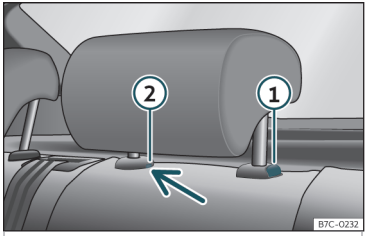

Fig. 99 Rear headrest: removal.
- Press button>>> **Fig. 99** ①, while simultaneously pressing on the security hole ② with a flat screwdriver a maximum of 5 mm wide, and remove the headrest.